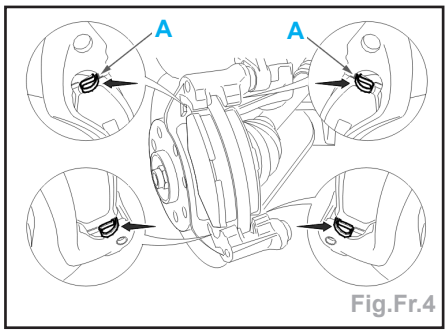

Fig.Fr.4
- Reposer les plaquettes de frein, L'encoche (A) étant en partie supérieure, positionner correctement les ressorts dans l'étrier (Fig.Fr.4).
- Rabattre l'étrier (2).